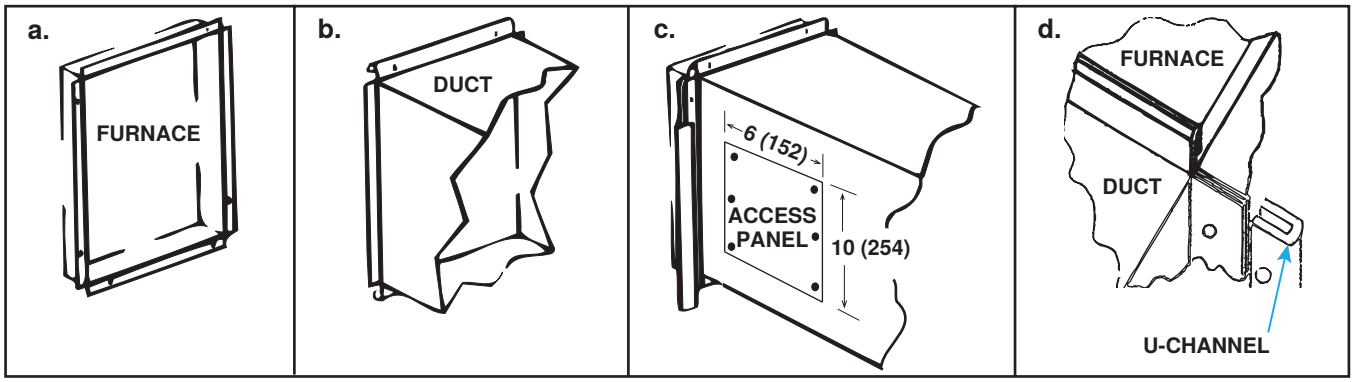

Figure 4. Connecting Ductwork to Furnace
- **Supply air duct/furnace horizontal connection:** Connect the duct to the furnace in accordance with the following steps shown in **Figure 4**:
- **Access panels:** Install removable access panels (see **Figure 4**) on both the upstream and downstream sides of the furnace. The access panels must be accessible when the furnace is in service and should be a minimum of 6 × 10 inches (152 × 254 mm) in size so smoke or reflected light may be observed inside the casing to indicate the presence of leaks in the heat exchanger. Ensure that the access panels are installed in such a manner so as to prevent leakage.